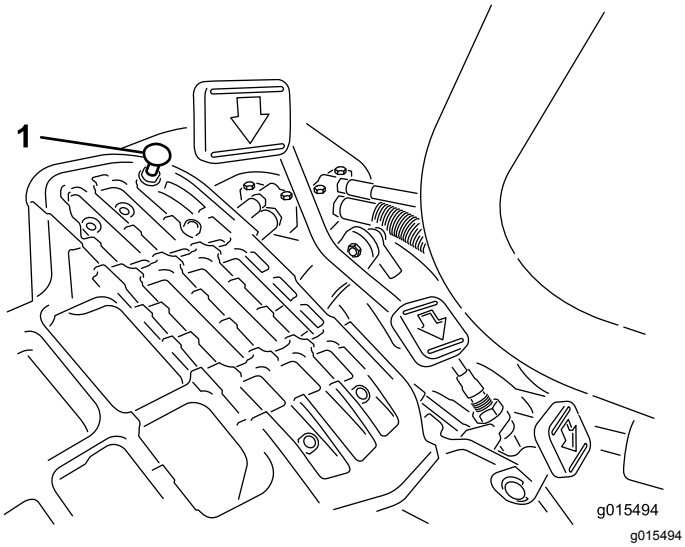

Figur 40
For å oppnå maksimal transporthastighet må du sette styrespaken i TRANSPORT-stilling og trykke inn trekkpedalen. Utfør følgende justeringsprosedyre hvis pedalen kommer i kontakt med stopperen (Figur 40) før du kjenner spenning i kabelen:
1. Sett styrespaken i TRANSPORT-stillingen og løsne på låsemutteren som fester pedalstopperen til gulvplaten (Figur 40).